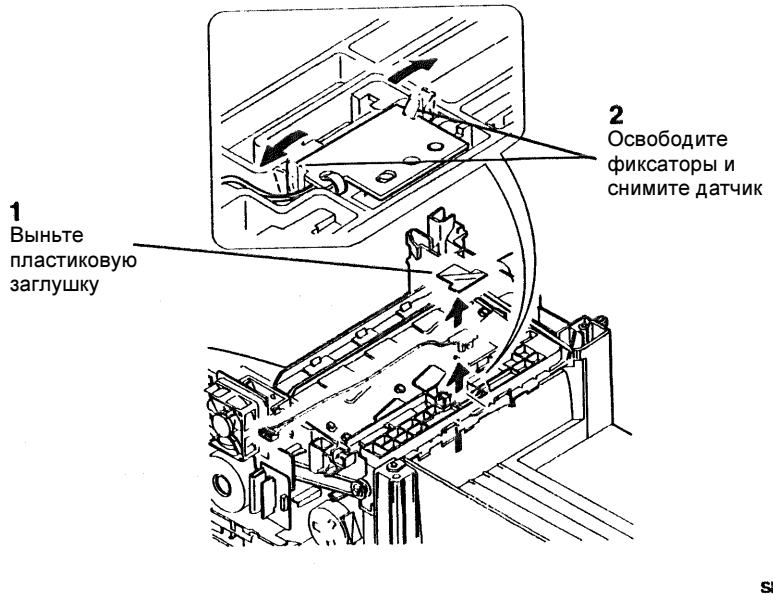

Рисунок 1. Снятие выходного датчика
2. (Рисунок 1): Снимите выходной датчик